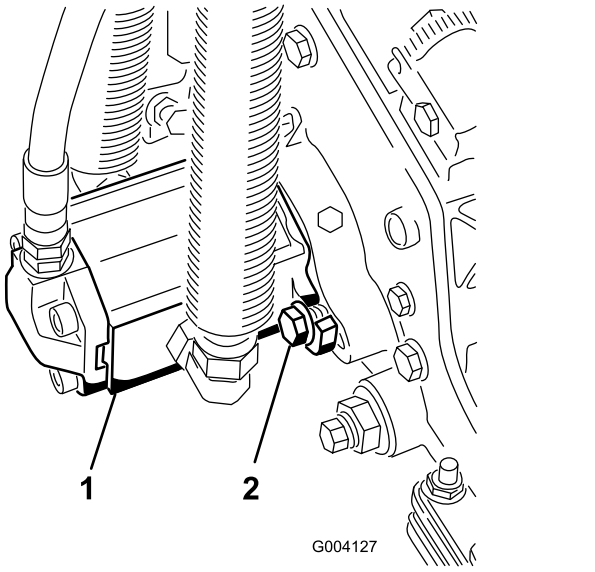

Figur 14
16. Monter motoren ved at dreje den med uret, således at motorflangerne går fri af boltene (Figur 14).